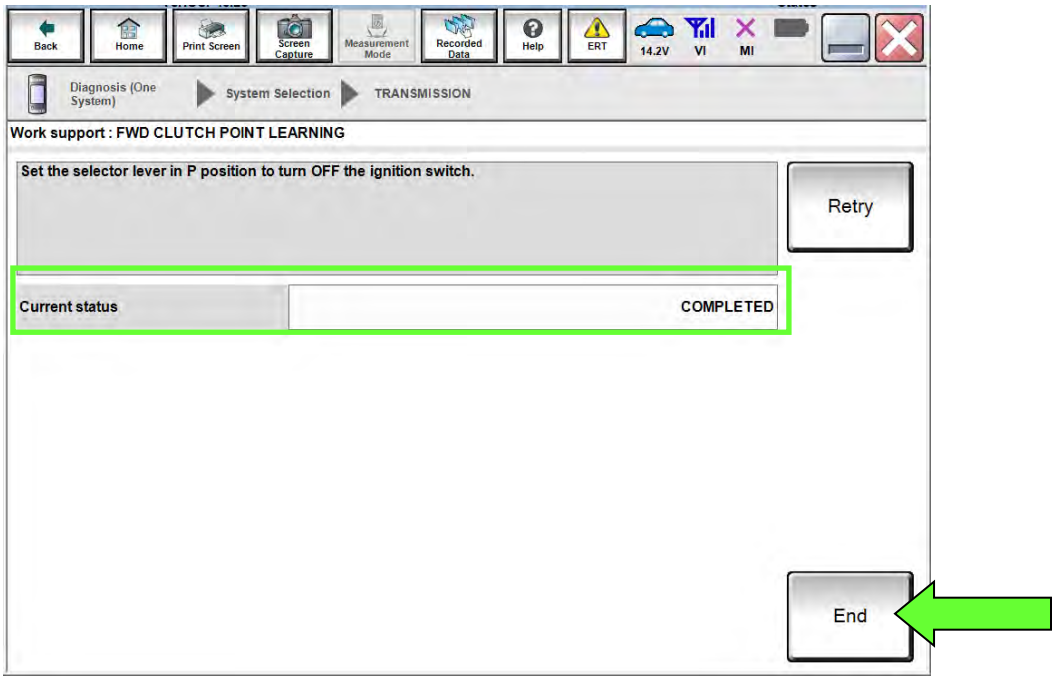

Figure 55
35. When the screen in Figure 55 is displayed, select **End**.